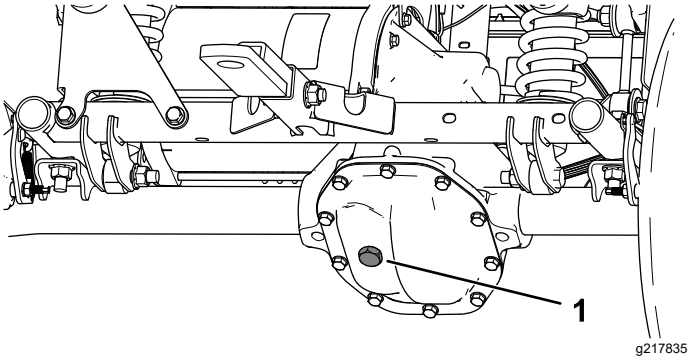

Bild 48
4. Entfernen Sie die Füllschraube am Getriebe (Bild 48).
5. Wenn der Ölstand niedrig ist, nehmen Sie die Füllschraube ab und füllen Sie die angegebene Ölsorte ein, bis das Öl aus dem Loch ausläuft (Bild 48).
4. Entfernen Sie die Füllschraube am Getriebe und füllen Sie das Getriebe mit Öl der angegebenen Sorte, bis es aus dem Füllloch ausläuft (Bild 48).